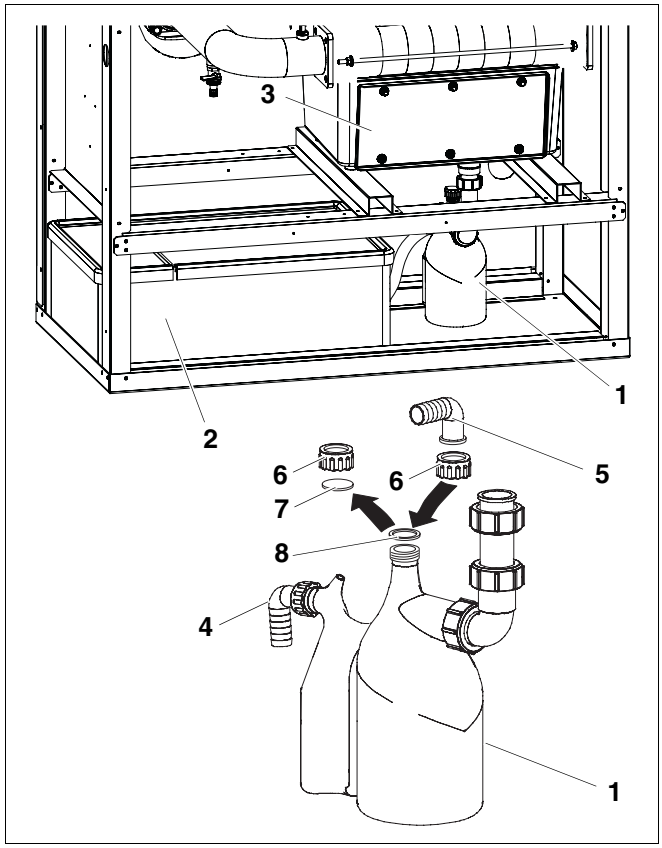

Fig. 17 Installazione della tubazione di scarico dell'acqua di condensa
- Collegare lo scarico del sifone al dispositivo di neutralizzazione (accessorio) (➔ fig. 17, pag. 23) o direttamente a una tubazione di scarico dell'acqua.